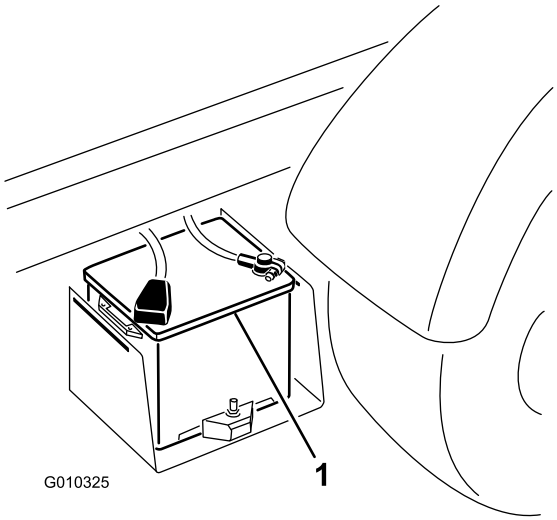

Rysunek 50
2. Połącz kablem bieguny dodatnie obu akumulatorów (Rysunek 50). Biegun dodatni można zidentyfikować za pomocą znaku + na górze pokrywy akumulatora.